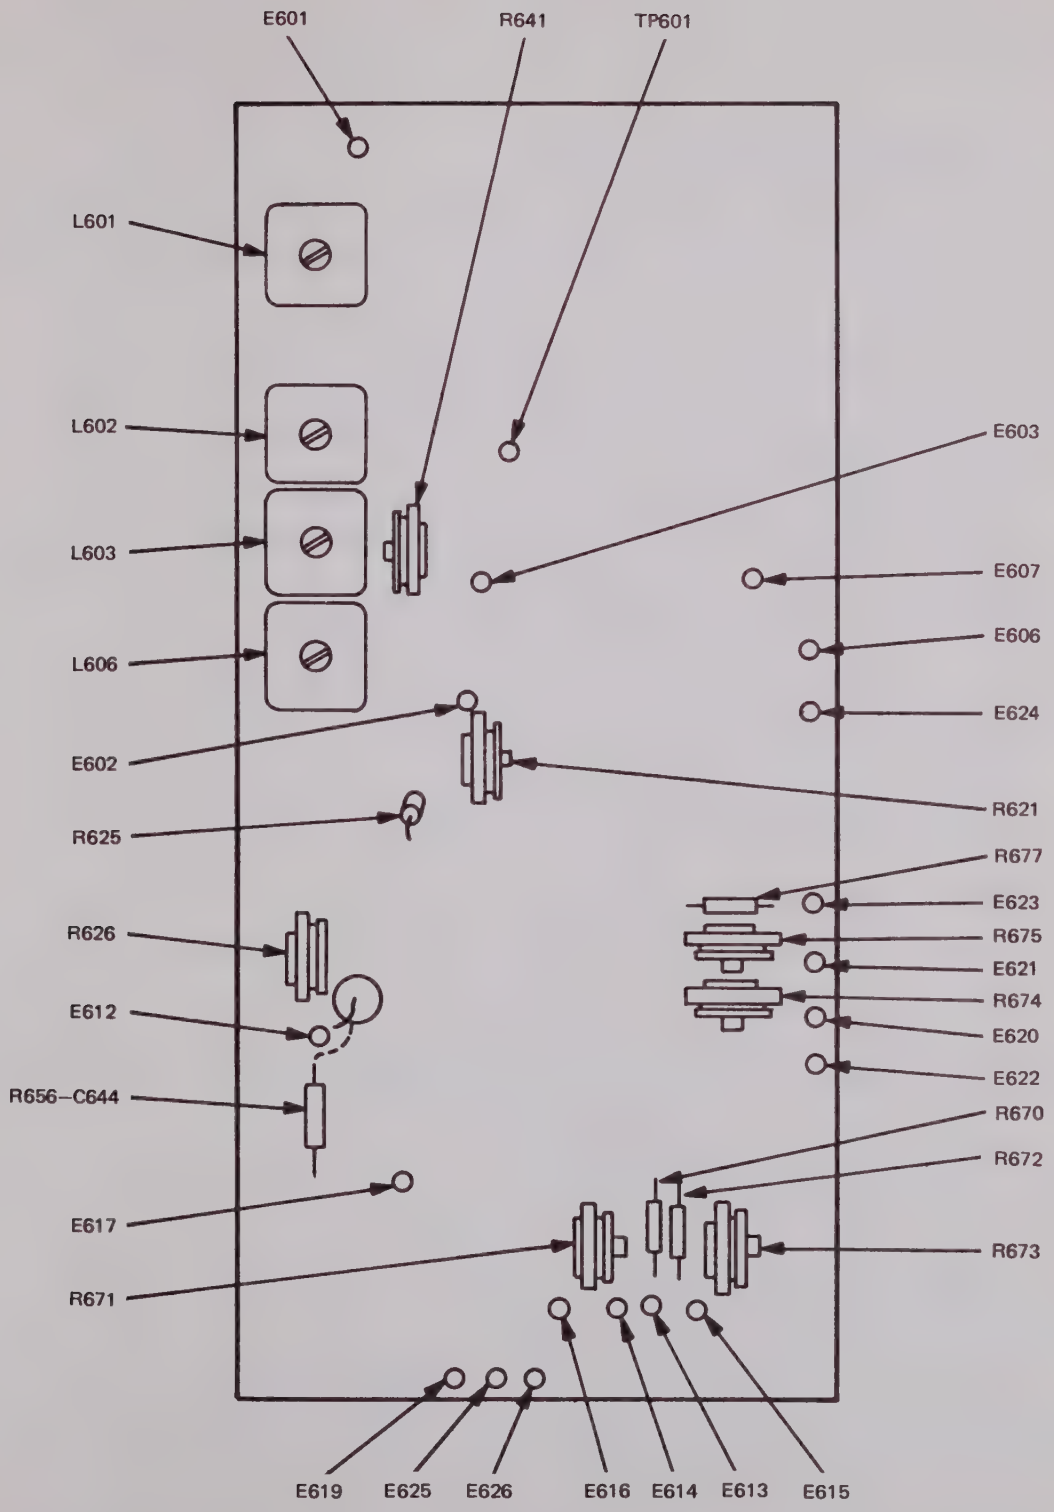

Figure 9-3. AM Detector Board Assembly A1
9.4.3 AM DETECTOR BOARD ASSEMBLY A1 (FIGURE 9-3).